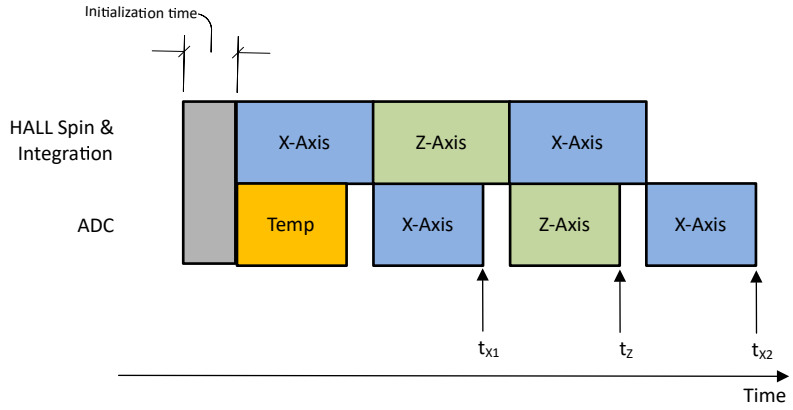

图 8-3. XZX Magnetic Field Conversion
In absolute angle measurement, application sensor data from multiple axes are required to calculate an accurate angle. The magnetic field data collected at different times through the same signal chain introduces error in angle calculation. The TMAG5170-Q1 offers pseudo-simultaneous sampling data collection modes to eliminate this error. 图 8-3 shows an example where MAG_CH_EN is set at 1101b to collect XZX data. 方程式 14 shows that the time stamps for the X and Z sensor data are the same.
- t_{X1}, t_Z, t_{X2} are time stamps for X, Z, X sensor data completion as defined in 图 8-3.